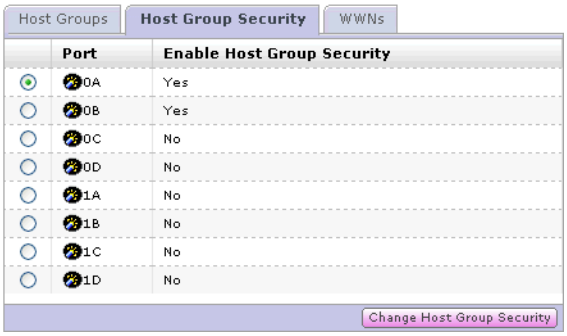

Figure 8-24: Host Group Security Tab — AMS System
4. Click the **Host Group Security** tab. See Figure 8-24.